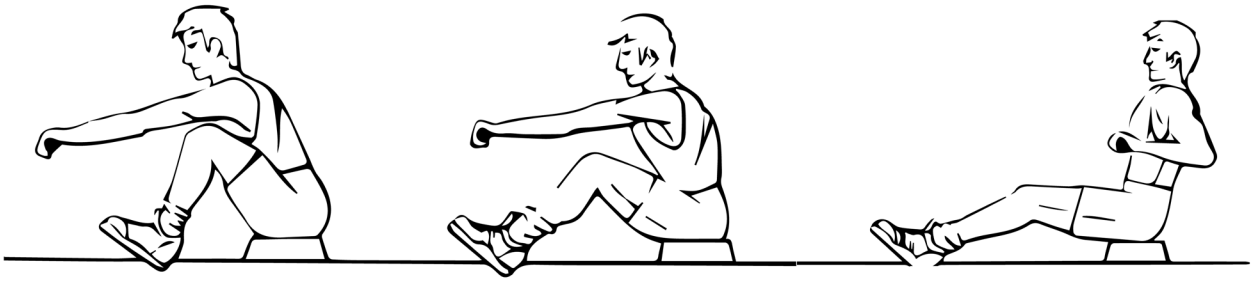

Fig. 1 Fig. 2 Fig. 3
2. Nehmen Sie die Startposition ein und lehnen Sie sich mit gestreckten Armen und gebeugten Knien nach vorne (Abb. 1).